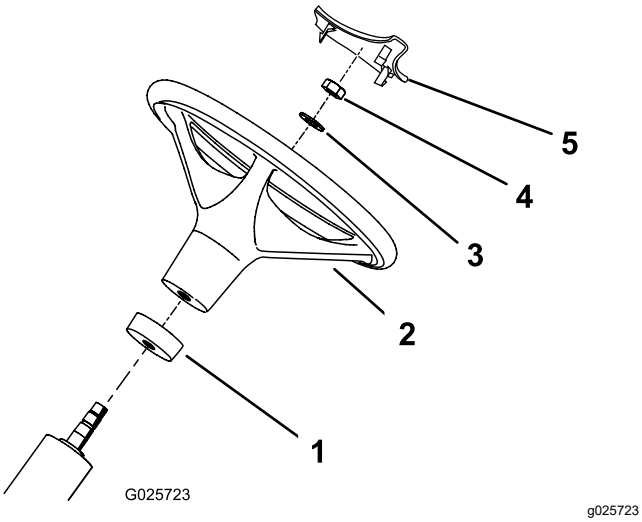

**Figur 3**
2. Trä på skumstoppringen med den smala änden först på styraxeln (Figur 3).
3. Trä på ratten på styraxeln (Figur 3).
4. Fäst ratten vid styraxeln med en bricka och en låsmutter (Figur 3).
6. Tryck fast rattskyddet på ratten (Figur 3).